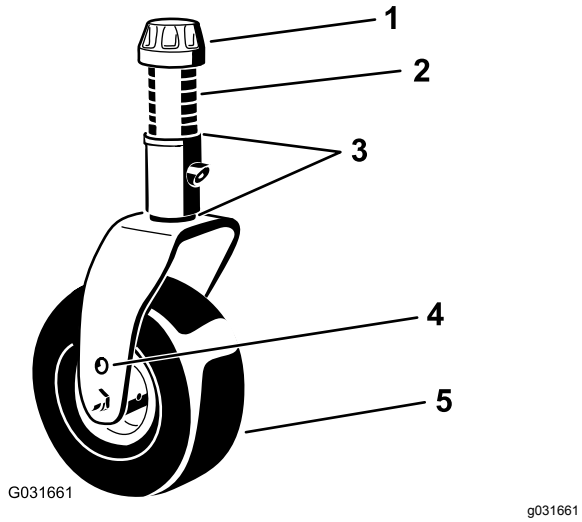

**Figur 34**
4. Lossa och ta bort spännlocket från svänghjulsspindelns axel med hjälp av den medföljande nyckeln för svänghjulslocket och skjut sedan ut svänghjulsaxeln ur svänghjulsarmen (Figur 34).
7. Montera mellanläggen (så som de satt från början) och de återstående distansbrickorna på axeln (Figur 34).
8. Montera spännlocket och dra åt det med den medföljande nyckeln för svänghjulslocket för att säkra enheten (Figur 34).